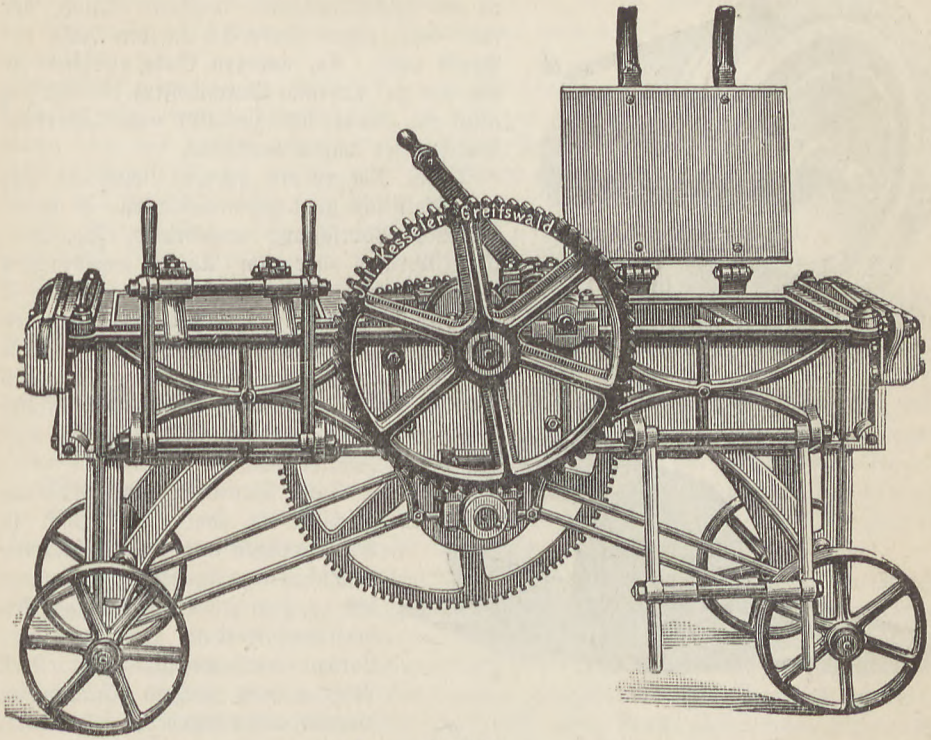

Fig. 264.
b. Maschinenarbeit. Doppelt wirkende Presse aus der Maschinenfabrik von Julius Kesseler Nachfolger Max Prollius in Greifswald. An jedem Ende befindet sich hier ein Thonbehälter von 39 cm Breite, 22 cm Höhe und 52 cm Länge. In Fig. 264 ist der eine Kasten offen, der andere geschlossen. Ein Kolben